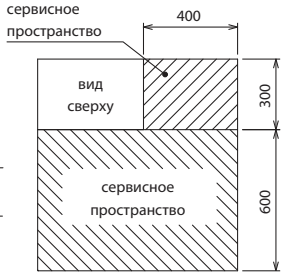

Рис. 1
2. Предусмотрите сервисное пространство вокруг прибора согласно рис. 1.